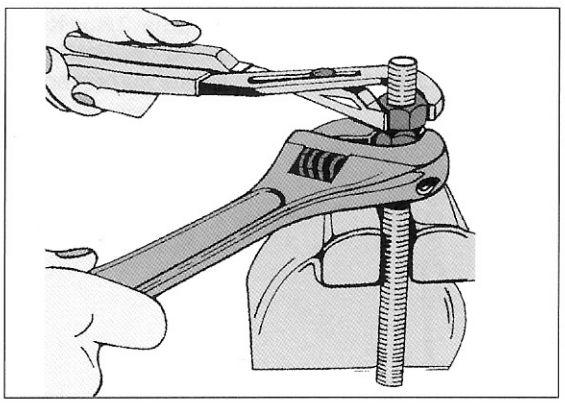

Bild 23
- Stehbolzen werden mit zwei gegeneinander gekonterten Muttern herausgedreht. Beim Herausdrehen den Schlüssel an der inneren Mutter ansetzen, zum Hineinschrauben den Schlüssel an der äußeren Mutter ansetzen. Bild 23 zeigt, wie man Bolzen aus- und einschrauben kann.